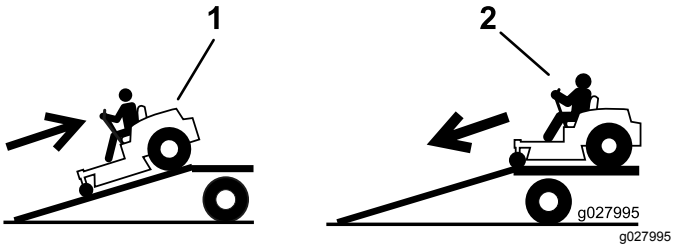

Figuur 39
4. Rij de machine achteruit op de oprijplaat (Figuur 39).
2. Rij de machine vooruit de oprijplaat af (Figuur 39).